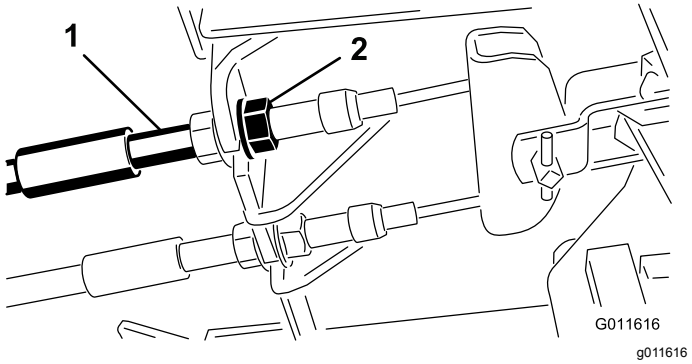

Figur 97
1. Dra åt bromsarna genom att lossa den främre muttern på bromskabelns gängade ände för att minska bromspedalernas spel (Figur 97).